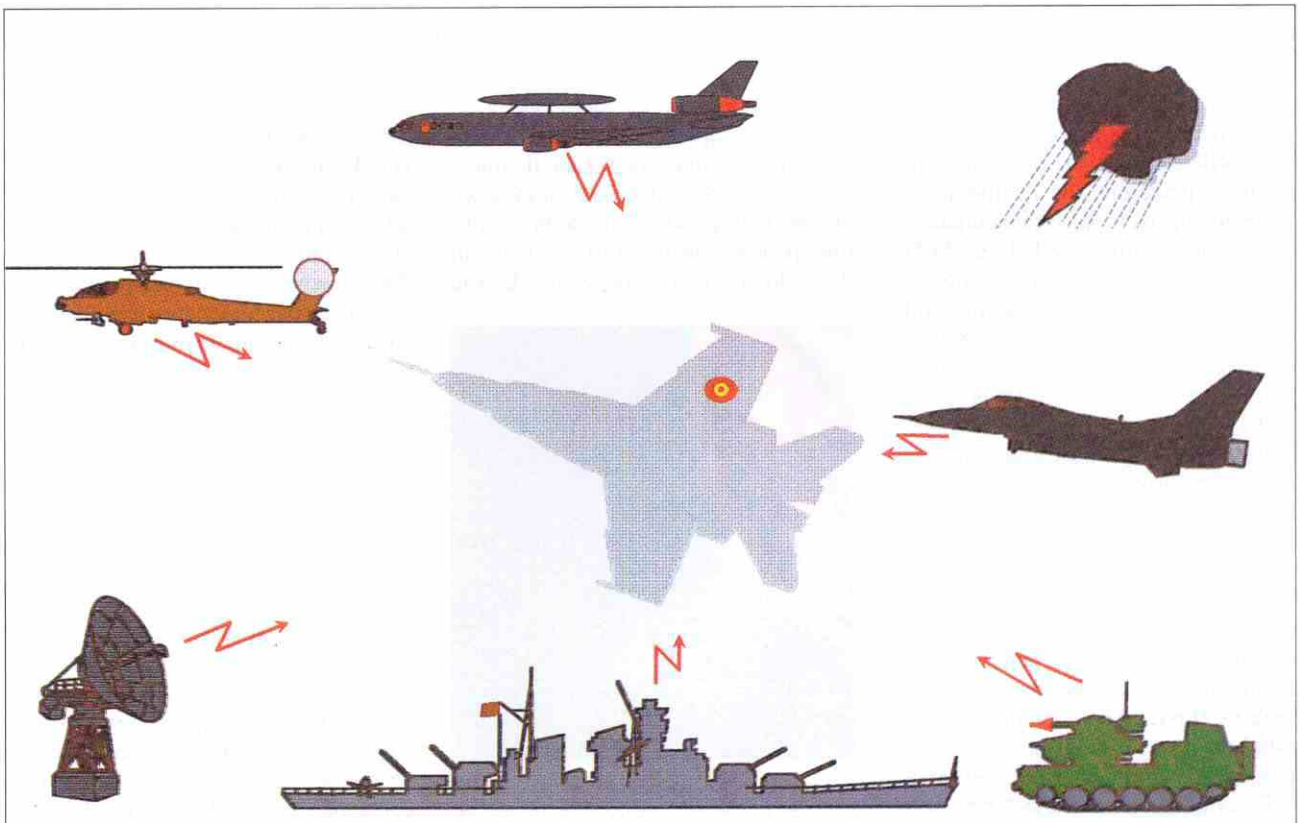

Figura 1. Diversas Amenazas Electromagnéticas a las que puede estar sometida una Aeronave.
e) Los impulsos electromagnéticos, EMP (Electromagnetic Pulses), de diversas procedencias (ver figura 1).